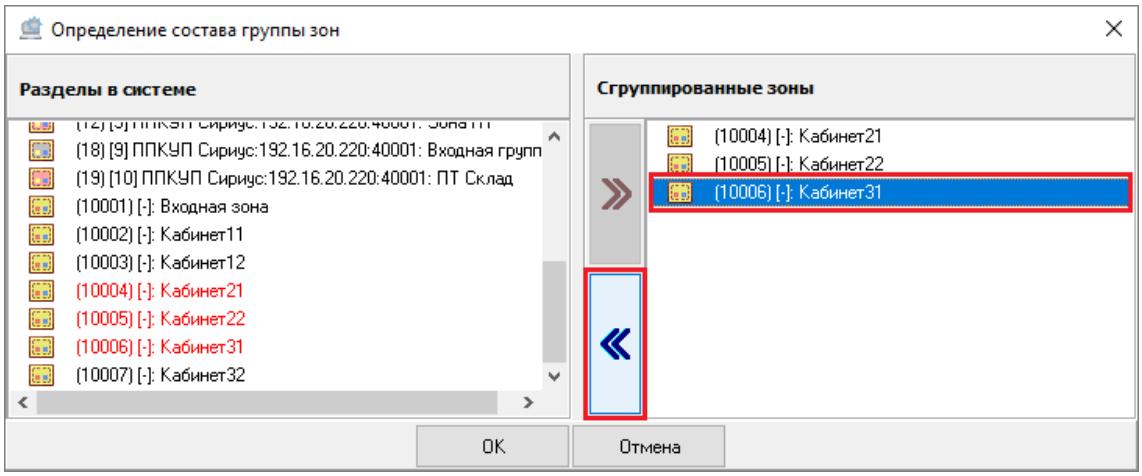

Рисунок 6-356 Отмена привязки зоны к системной группе зон кнопкой переноса
– выделите одну или несколько зон в поле «Сгруппированные зоны» (для выделения сразу нескольких зон нажмите и удерживайте на клавиатуре клавишу <Shift> для выбора диапазона или клавишу <Ctrl> для комбинированного выбора) и нажмите кнопку переноса (см. Рисунок 6-356);